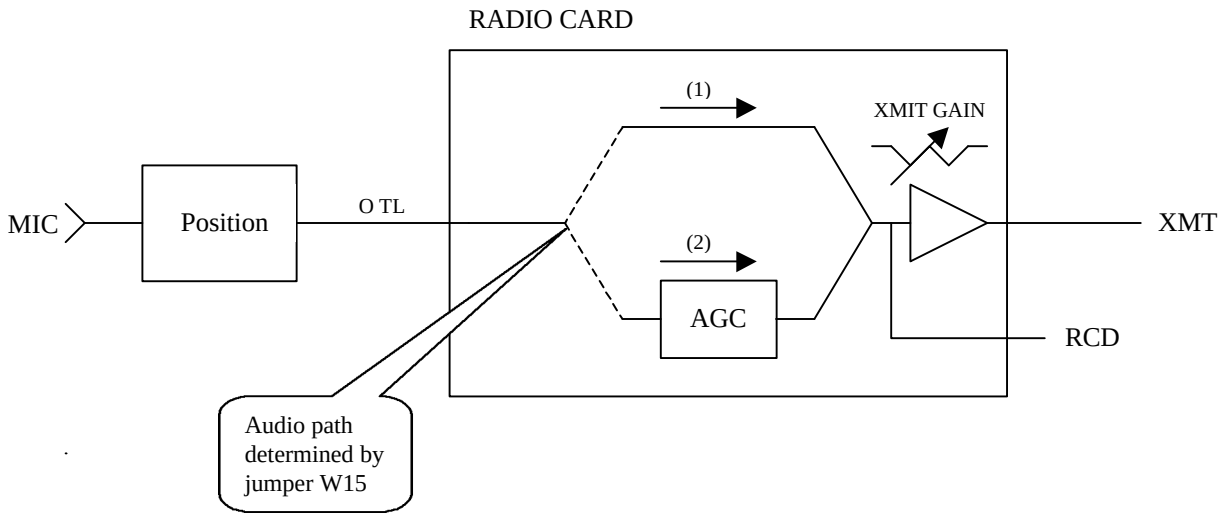
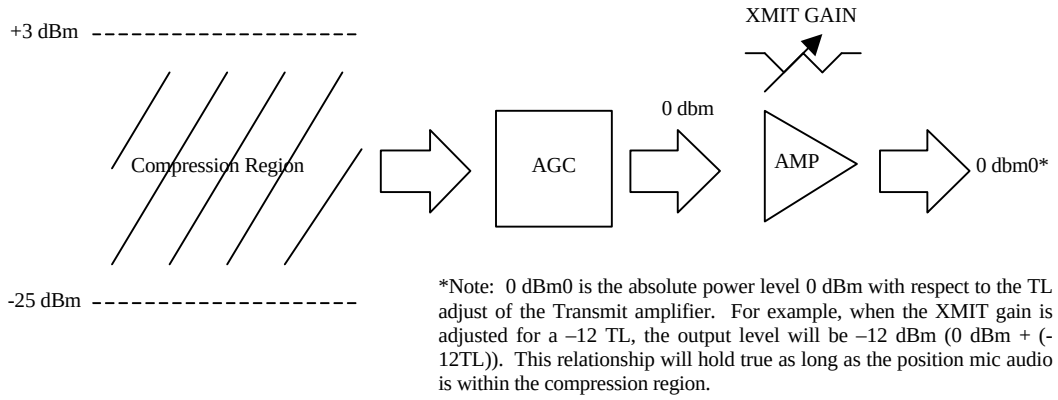

***Figure 6-52. Radio Transmit Paths (AGC and Non-AGC)***
***Figure 6-53. AGC Compression Region/Normalization of Input Range***
**Figure 6-52** shows a high level block diagram of the Radio's transmit path in relation to the ETVS position. When the Radio is configured without AGC, mic audio from the position is routed directly to the transmit amplifier stage. During the alignment of the transmit path, gain of the transmit amplifier stage is adjusted to the desired TL level. For Radios configured for AGC, the mic audio is now normalized (see **Figure 6-53** for compression region) prior to the transmit amplifier stage. **Table 6-64** indicates how the transmit path is affected with and without AGC.
* Path (1) on **Figure 6-52**
** Path (2) on **Figure 6-52**
Data from **Table 6-64** shows how AGC affects the transmit path on the radios. Notice that for a mic input of 0 dBm, there is no difference in XMT output whether AGC is configured or not. This is due to the fact that the AGC circuit normalizes an input range to 0 dBm (see **Figure 6-53**). Therefore, with a 0 dBm input the XMT output level is the same with or without the AGC. For mic inputs other than 0 dBm, XMT output differences between AGC and non-AGC applications can be observed.
For a Radio card configured without AGC, the record path (refer to RCD of **Figure 6-52**) is at a 0 TL point. This is no longer the case when AGC is configured. Since the output of the AGC circuit is connected directly to the record output, audio within the compression range (+3dBm to -25dBm) will be recorded at 0 dBm.